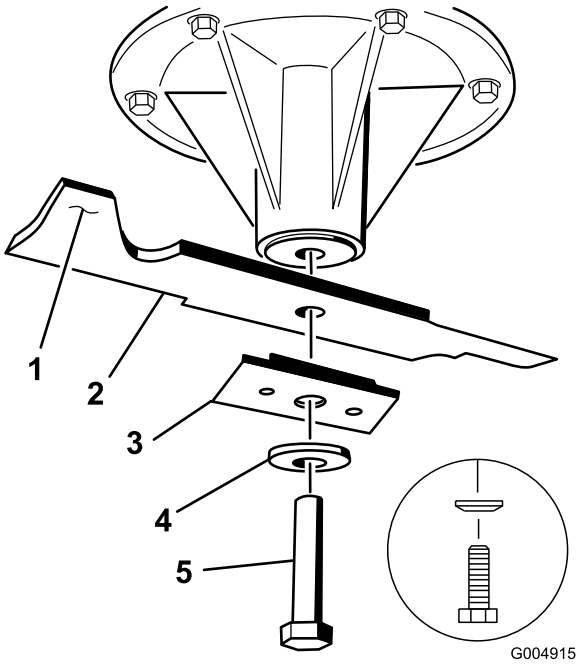

Figura 64
3. En carcasas de corte de 52 pulgadas, retire el perno de la cuchilla, la arandela curva, el refuerzo y la cuchilla del eje (Figura 64).
3. En carcasas de corte de 52 pulgadas, instale la cuchilla, el refuerzo, la arandela curva y el perno (Figura 64).